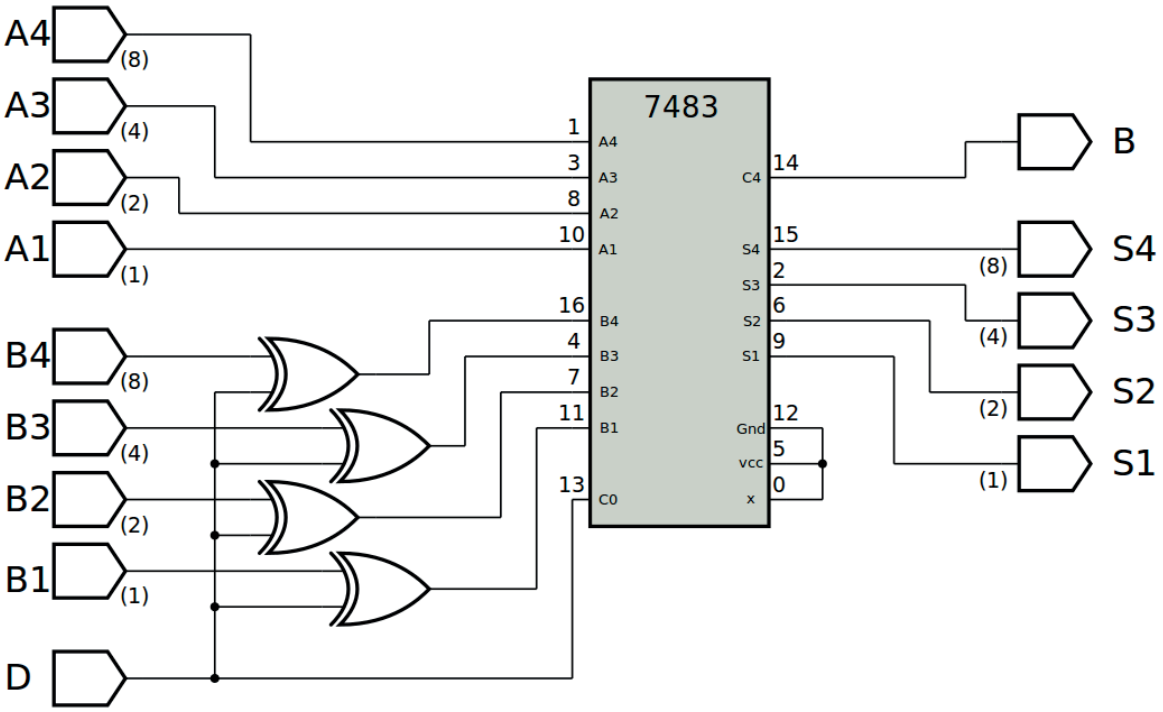
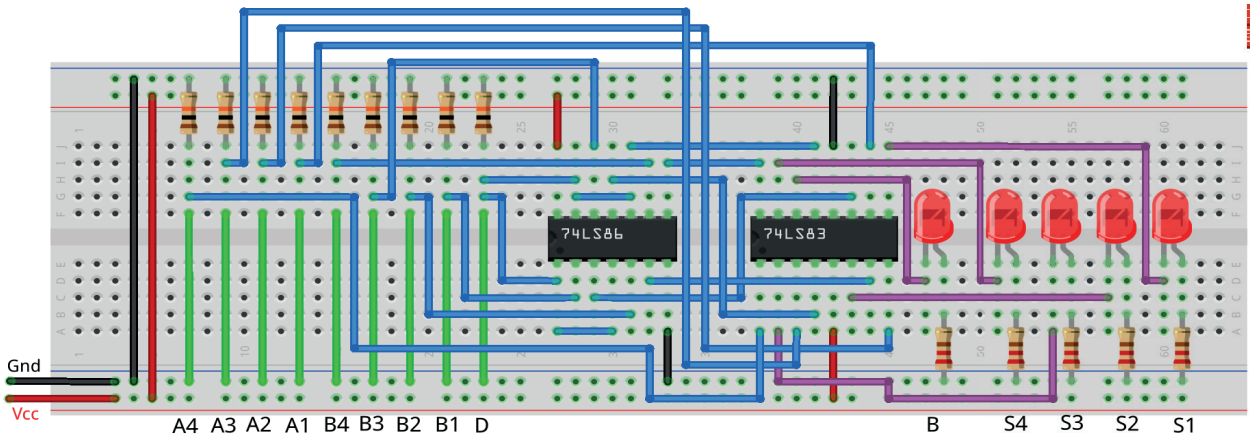

Figura 6.29 – Diagrama esquemático.
Figura 6.31 – Disposição dos componentes (TTL) na placa de montagem.
A Figura 6.29 mostra um circuito somador / subtrator completo de 4 bits. Existem duas entradas de 4 bits A (A4 A3 A2 A1) e B (B4 B3 B2 B1). As saídas são B, S4, S3, S2, S1. Neste circuito, se D = 0 então as duas entradas de 4 bits A e B são adicionadas: A + B. Neste caso, as portas OU-Ex atuam como "buffers" não-inversores, e o transporte de entrada (Cin) para o somador é 0. Portanto, o somador calcula uma soma de quatro bits com transporte de saída: (B, S4, S3, A2, S1) = (A4, A3, A2, A1) + (B4, B3, B2, B1). Se D = 1, a subtração é aplicada com base no complemento de dois da seguinte forma: A + B '+ 1. Neste caso, as portas OU-Ex atuam como "buffers" de inversão, e o transporte de entrada (Cin) para o somador é 1. Portanto, o circuito calcula uma subtração de quatro bits com base no complemento de dois: (B, S4, S3, A2, S1) = (A4, A3, A2, A1) - (B4, B3, B2, B1)
1. Monte o circuito da figura 6.29 na placa de montagem, conforme figura 6.31 (versão TTL) ou 6.32 (versão CMOS).
4. Utilize um programa de simulação em computador (SmartSim, Atanua, Qucs) faça a simulação do circuito da figura 6.29. Compare os resultados com a tabela 6.11.